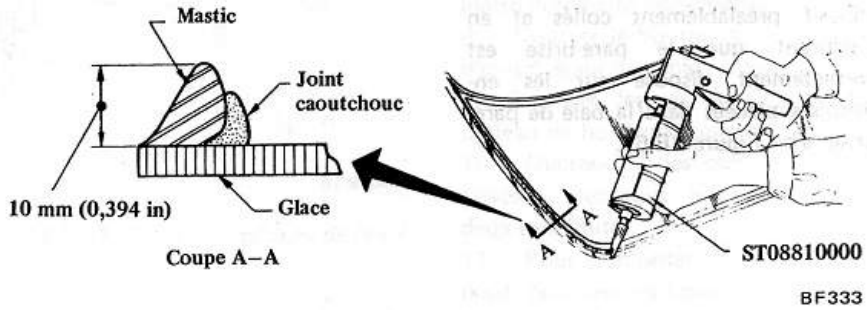

Fig. BF-59 Application du mastic
9. Introduire une cartouche dans le pistolet spécial ST08810000 et appliquer un cordon d'une épaisseur de 10 mm (0,39 in), uniforme et continu. Voir Figure BF-59.